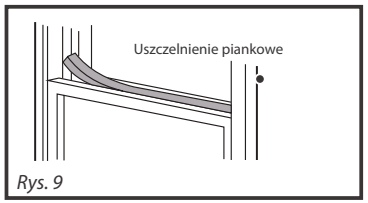

Rys. 9
5. Uciąć odpowiedni odcinek uszczelki piankowej i uszczelnić szczelinę pomiędzy wewnętrznym i zewnętrznym skrzydłem okiennym. Patrz rys. 9.